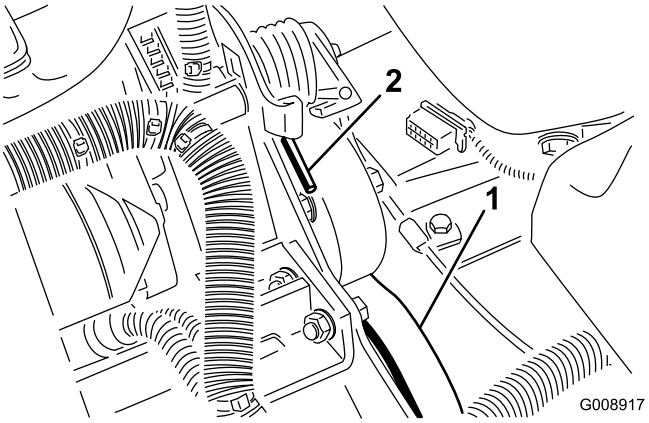

Figur 70
2. Tryk ned og fremad på fjederenden (Figur 70) for at løsne den fra konsollen og løsne spændingen på fjederen.